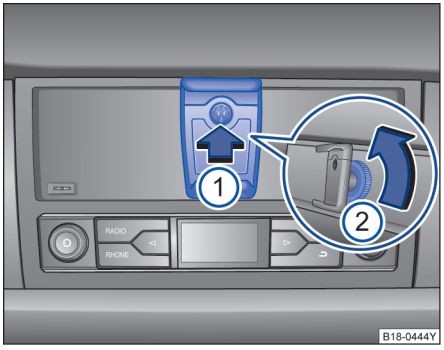

图 92 拆卸和安装手机支架
拆卸手机支架：握紧手机支架后的圆盘状旋钮，逆时针旋转⇒图 92②。
安装手机支架：将手机支架后部的固定销插入中控台上的 VW 圆形底座内，直至听到锁止声⇒图 92①。 ▶